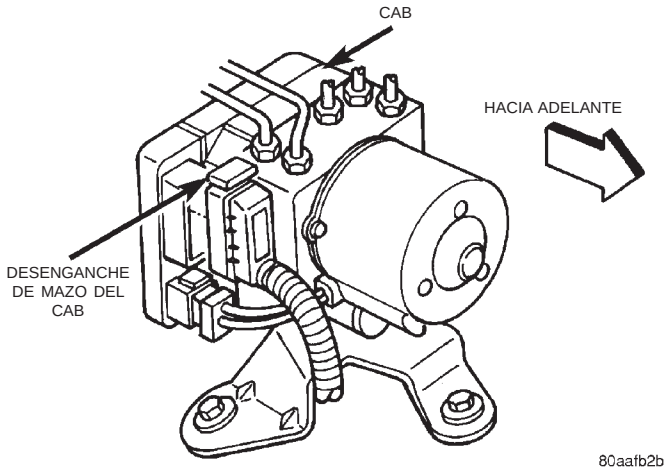
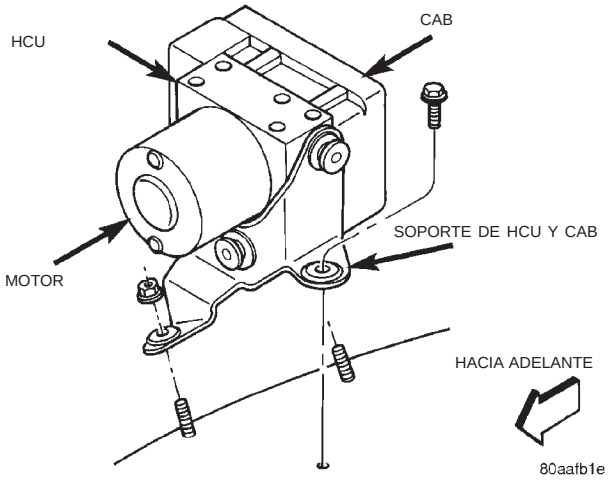

Fig. 5 Desenganche del conector de mazo del CAB
Fig. 6 Montaje de HCU y CAB
(1) Retire de la batería el cable negativo.
(2) Tire hacia arriba del desenganche del conector del mazo del CAB (Fig. 5) y retire el conector.
(3) Retire los conductos de freno de la HCU.
(4) Retire las tuercas y el perno de instalación de la HCU y CAB (Fig. 6) y retire la HCU y CAB.